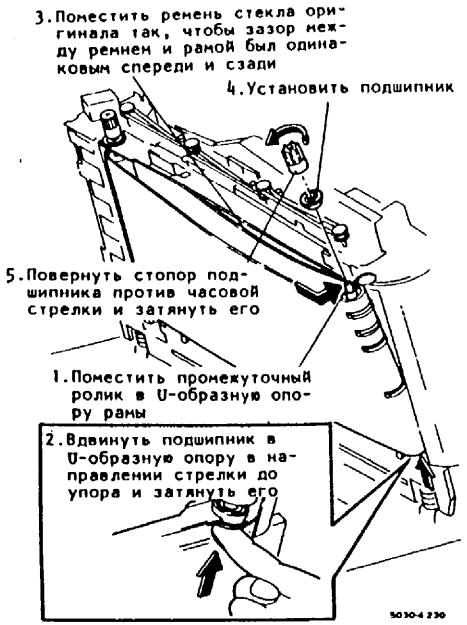
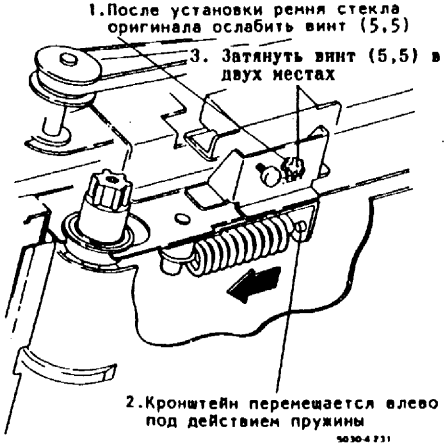

Рис.7. Установка ремня стекла оригинала
Рис.8. Установка ремня стекла оригинала
3. (Рис.7, Рис.8): Установить ремень стекла оригинала.